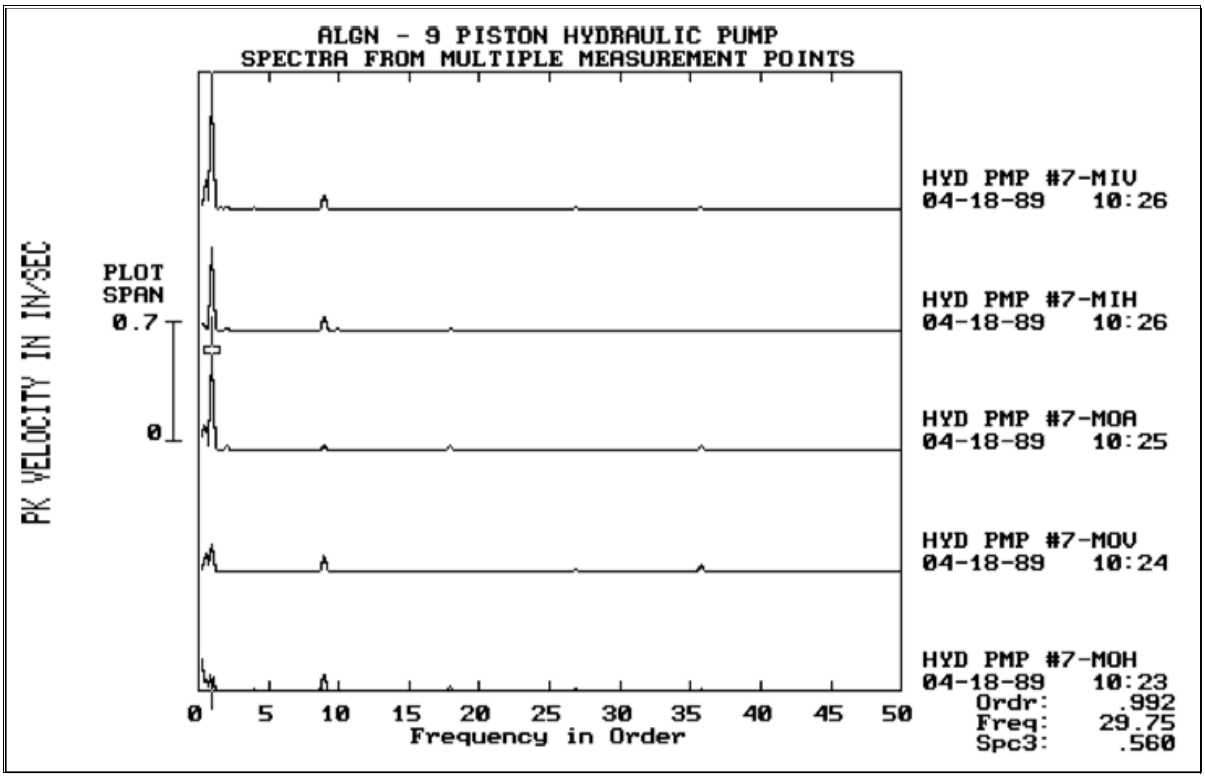

Figure 13
The data from the motor measurement points are displayed in Figure 13. The amplitude of the 1x peak in the outboard axial direction and the inboard radial directions are almost equal. An amplitude of 0.56 in/sec is considered unusually high for an axial reading. The vane pass frequency is responsible for the 9xTS peaks.
3) Dominant 1x peak in the axial direction (Figures 13,14, and 15)